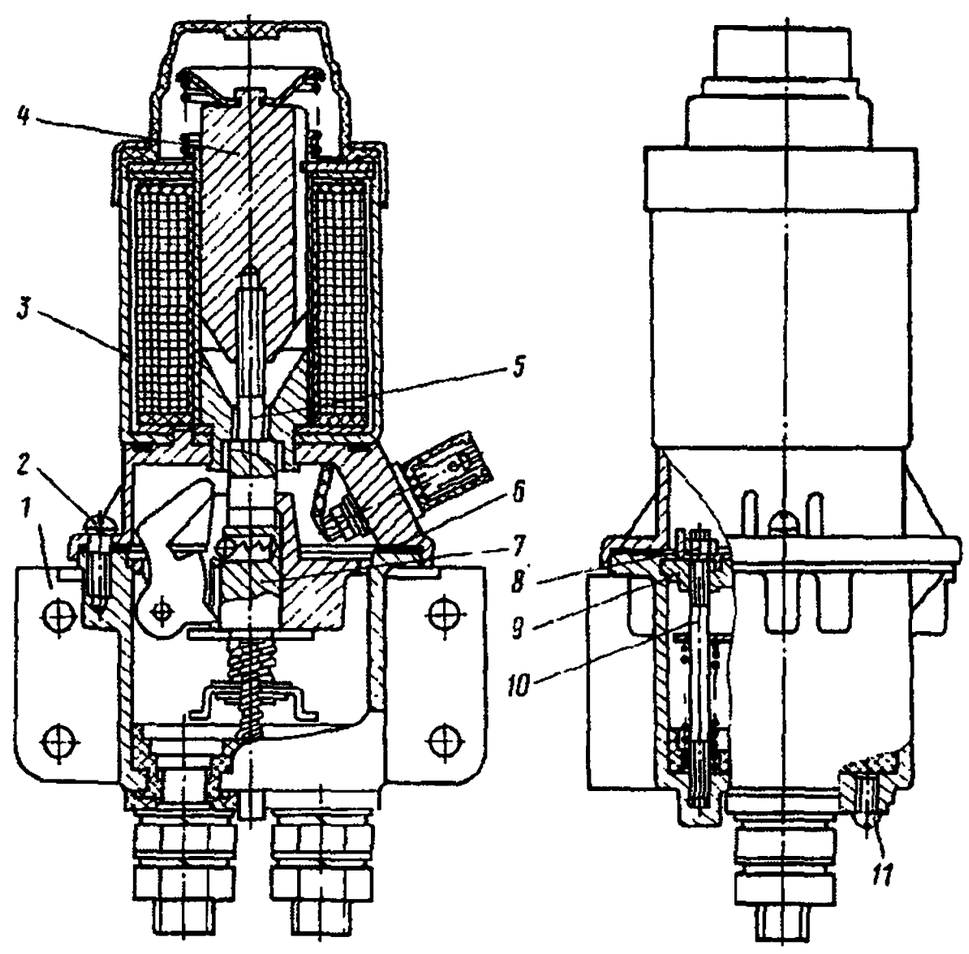

Рис. 363. Выключатель массы ВК-860В:
2. Выверните винты *2* (рис. 363) крепления электромагнита в сборе с корпусом *1*, снимите электромагнит *3*	Отвертка